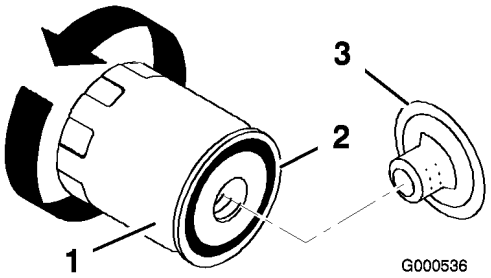

Figure 27
9. Changez le filtre à huile au besoin (Figure 27).
2. Déposez le filtre à huile usagé et essuyez la surface du joint de l'adaptateur (Figure 27).
3. Appliquez une fine couche d'huile propre sur le joint en caoutchouc du filtre de rechange (Figure 27).
4. Posez le filtre à huile de rechange sur l'adaptateur. Tournez le filtre dans le sens horaire jusqu'à ce que le joint rejoigne l'adaptateur, puis donnez 1/2 à 3/4 de tour supplémentaire (Figure 27).